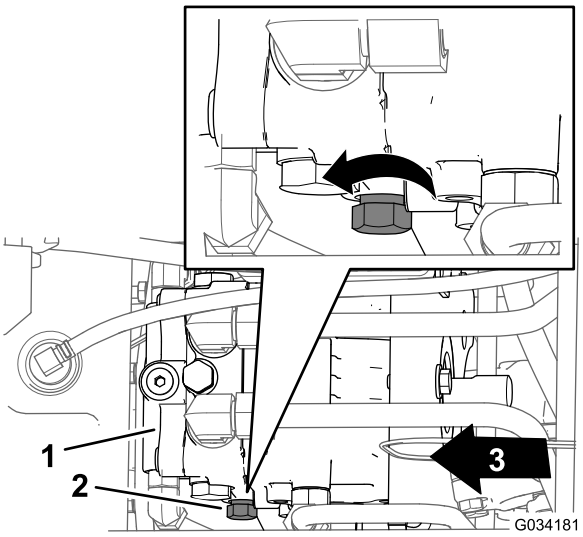

Figur 35
2. Lokalisera förbikopplingsventilens styrreglage på hydraulpumpens vänstra sida (Figur 35).
3. Vrid styrreglaget tre varv moturs (Figur 35).
1. Lokalisera förbikopplingsventilens styrreglage på hydraulpumpens vänstra sida (Figur 35).
2. Vrid styrreglaget (Figur 35) medsols tills det tar emot (förbikopplingsventilen är stängd).